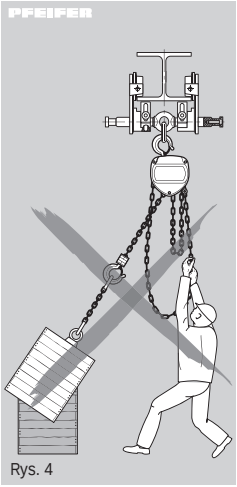

Rys. 4
- Należy unikać skośnego ciągnięcia ładunków, tj. bocznego obciążenia trawersy i płyt bocznych (Rys. 4)., Ładunek należy zawsze podnosić w taki sposób, by między punktem zawieszenia na trawersie a punktem podwieszenia ładunku była linia prosta.